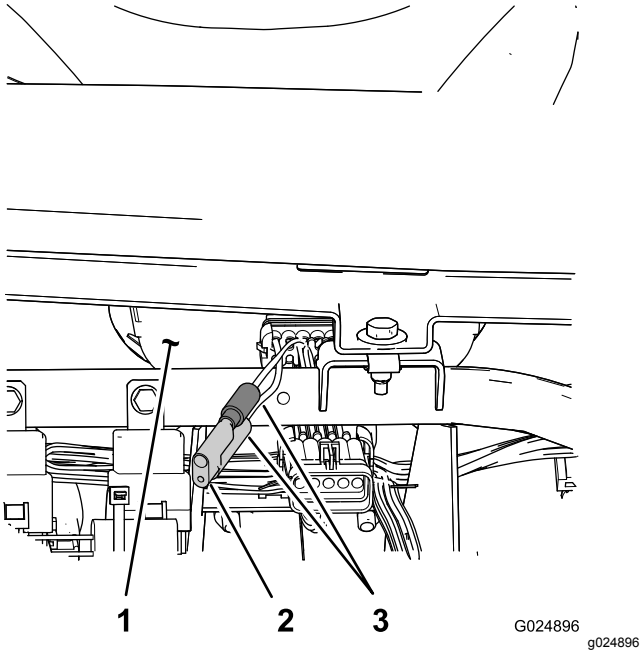

Figur 78
3. Finn de to løse ledningene ved siden av måleren (Figur 78).
4. Fjern konnektorpluggen fra ledningsfastspenneren og koble ledningene sammen (Figur 78).